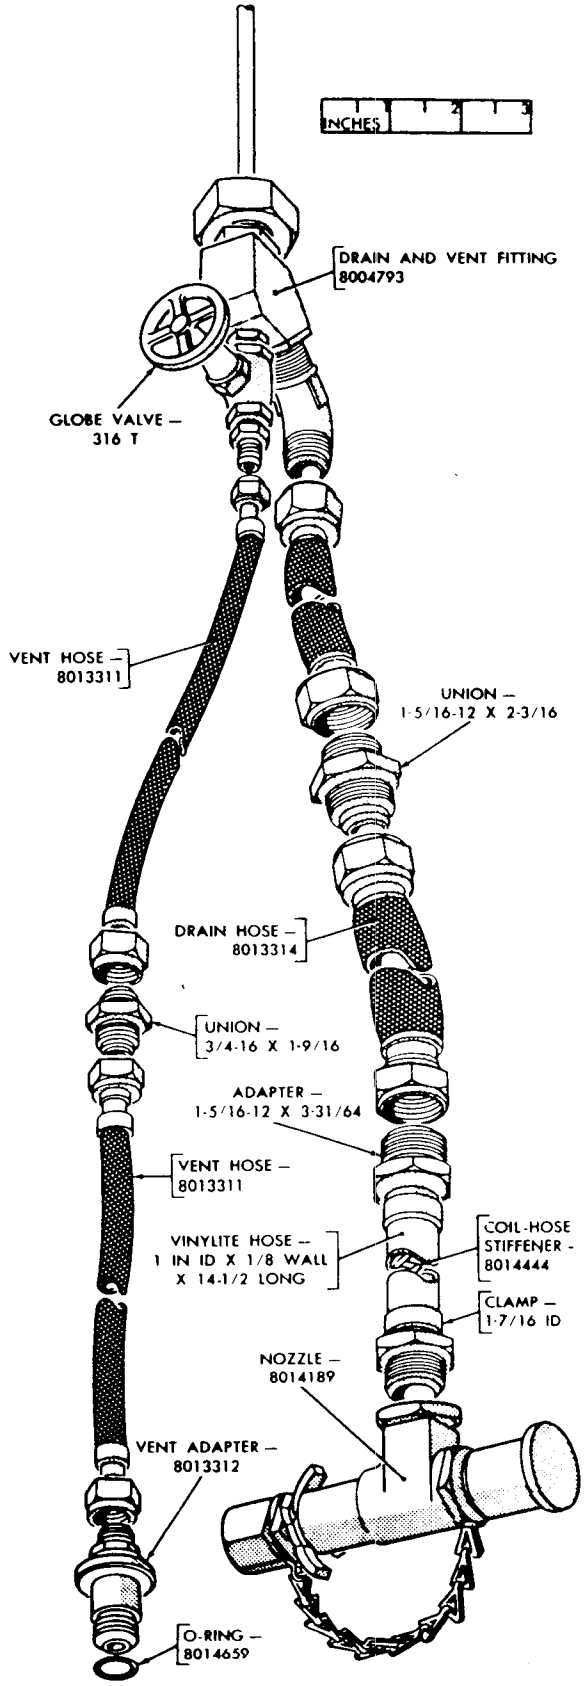

*Figure 85. Drain and vent assembly.*
*d. Drain and Vent Assembly* (fig. 85). The drain and vent assembly is used to attach the hoses to the drum-bung fitting. The vent tube on the assembly projects above the level of the acid inside the drum when the drum is raised and inverted. A globe valve on the vent port prevents acid from entering the vent tube. The acid drains around the vent tube and into the acid-fill hose through an elbow fitting in the side of the assembly.